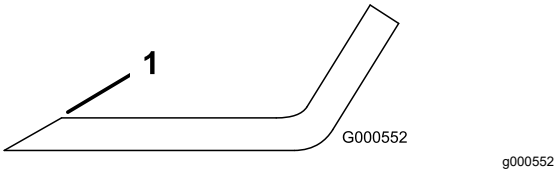

Figura 55
1. Utilice una lima para afilar el filo de corte en ambos extremos de la cuchilla (Figura 55).
Nota: Si la cuchilla no está equilibrada, rebaje algo el metal en la parte de la vela solamente con una lima (Figura 55).